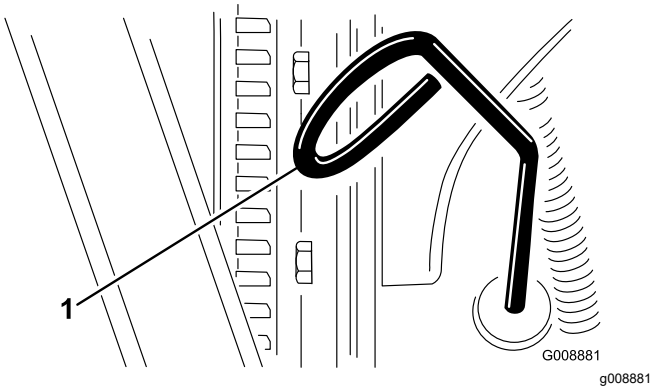

Figur 61
3. Fjern målepinden (Figur 61), og aftør den med en ren klud.